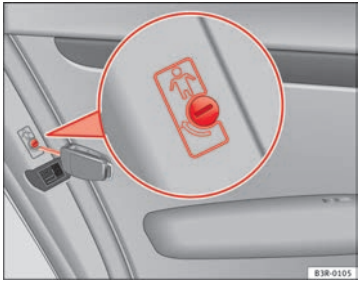

Fig. 77 Childproof lock on the rear doors
– Turn the key in the direction of the arrow ⇒ fig. 77.